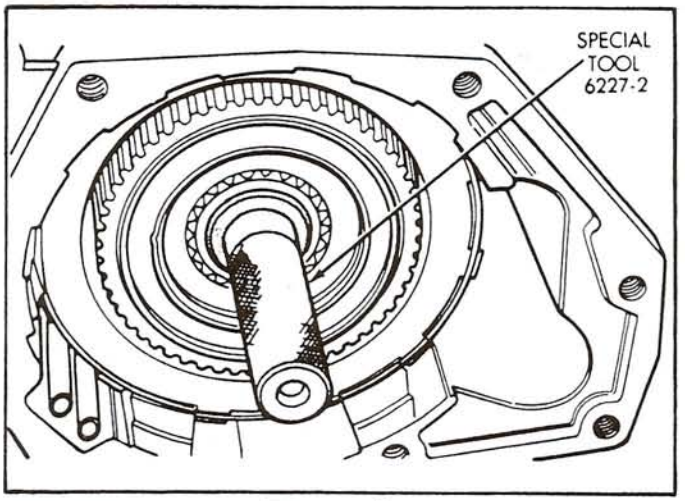

Figure 5
10. If overdrive unit does not require any service, install alignment tool 6227-2 in overrunning clutch and the plantary splines to maintain alignment, shown in Figure 5.